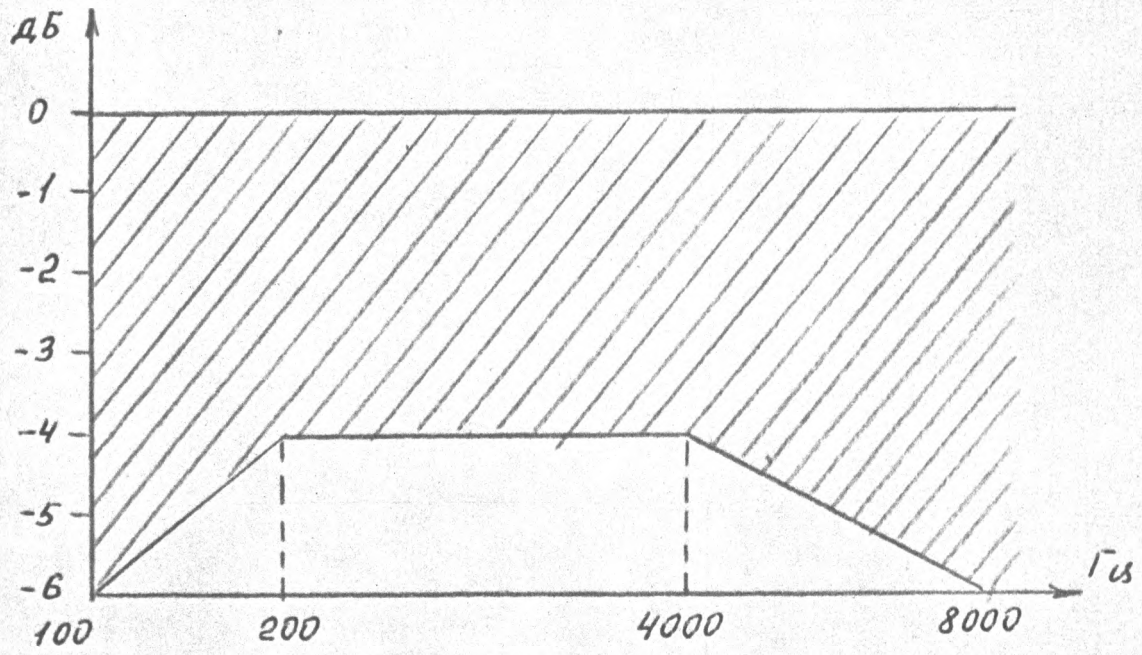

РИС.7.20
7.7.5.3. ПО РЕЗУЛЬТАТАМ ИЗМЕРЕНИЙ ПОСТРОЙТЕ АМПЛИТУДНО-ЧАСТОТНУЮ ХАРАКТЕРИСТИКУ, КОТОРАЯ ДОЛЖНА УКЛАДЫВАТЬСЯ В ПОЛЕ ДОПУСКА (РИС. 7.20).